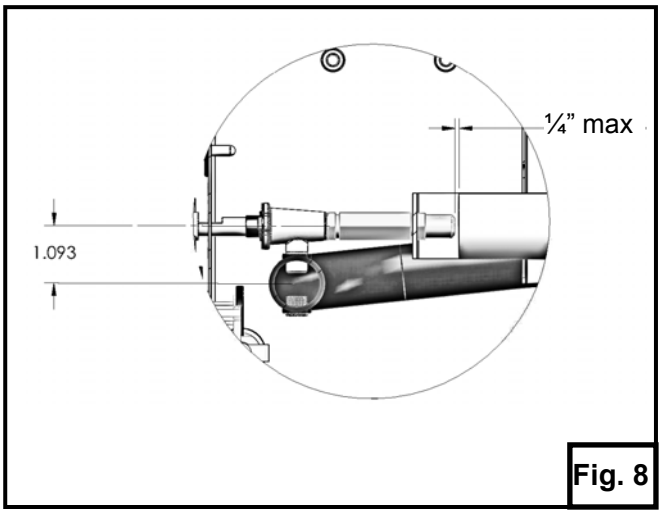

Fig. 8
9. Reverse steps to reinstall burner valve. The distance between the burner valve and manifold should match previous dimensions so that the burner valve outlet is centered in the burner venturi. The gap between the orifice and the end of the burner venturi should be no more than ¼". Refer to Fig. 8 for correct burner valve and orifice positioning.
6. Reverse steps to reinstall burner box assembly. Refer to Fig. 8 on page 9 for correct burner valve And orifice positioning.